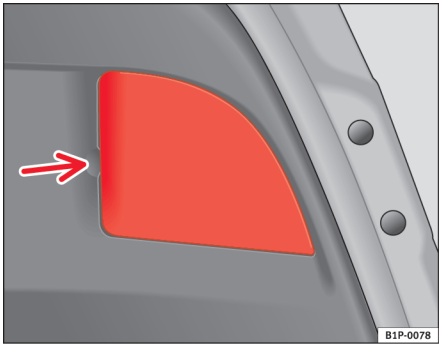

Fig. 167 Lygter på bagklappen
– Træk dækslet af. Se pil ⇒ fig. 167.